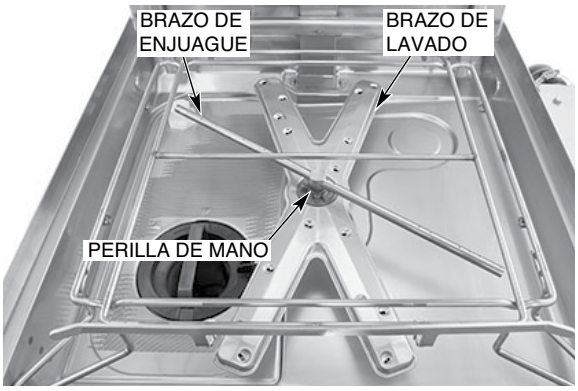

Fig. 24
7. Asegúrese de que los brazos de lavado y enjuague superior e inferior (Figs. 24, 25) giren libremente y estén libres de cualquier obstrucción. Si no es así, retire los brazos y elimine cualquier obstrucción. Consulte la sección Mantenimiento, página 38.